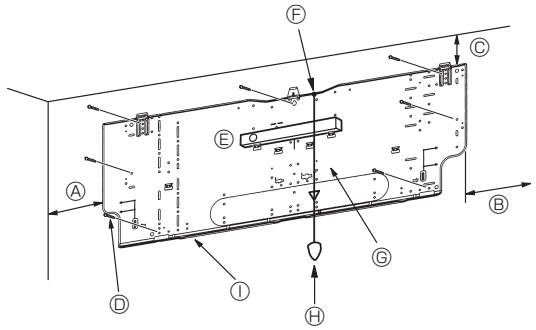

Fig. 3-4
3.2.3. Installazione dell'attrezzatura di montaggio sulla parete (Fig. 3-4)